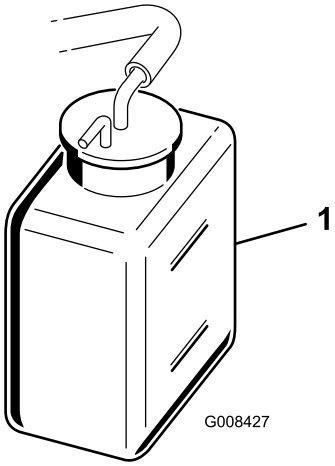

Figur 45
2. Kontroller kølervæskestanden (Figur 45).